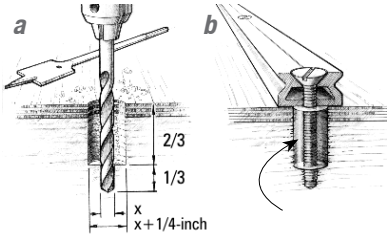

Figure 16 Drill oversized holes to increase the exposed substrate area and the amount of epoxy around the fastener.
1. Drill oversized holes $^{2}/_{3}$–$^{3}/_{4}$ the depth of the fastener. The hole diameter is ¼" larger than the fastener diameter (Figure 16-a).
5. Install the fasteners with just enough force to hold the hardware in place. Allow the epoxy to cure thoroughly before applying load to the hardware (Figure 16-b).